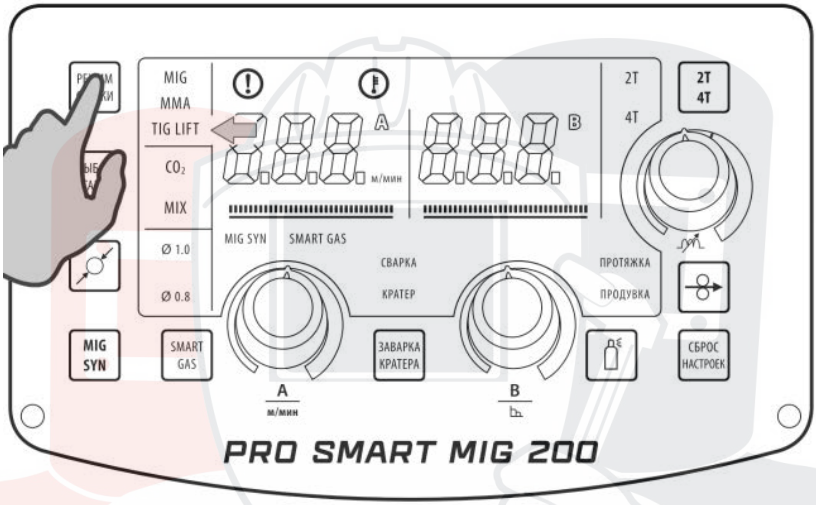

Рис. 8.6.1. Выбор способа сварки.
**1.** Выберите способ сварки (См. табл. 7.0.1, поз. 2) MIG/MAG на передней панели сварочного аппарата (См. рис. 8.6.1).